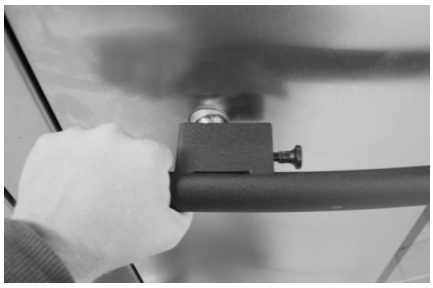
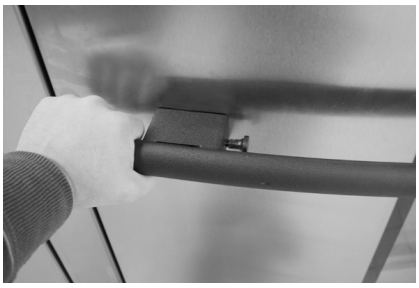
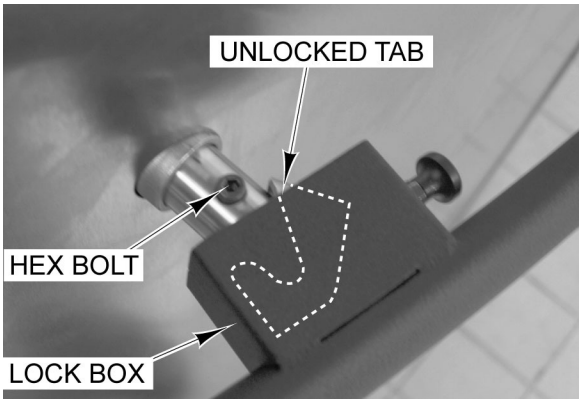

Fig. 10
Fig. 11
Fig. 15
A. Pull out on door handle (Fig. 10) to open door, then push door shut (Fig. 11). If the door is too hard to open or close, see door ramps adjustment (Fig. 5).
G. To close handle, the lock mechanism needs to be in the unlock orientation (Fig. 15).
H. Place lock box over hex bolt and slowly push handle in to door (Fig. 15). Check to see if the handle latch engaged by opening door (Fig. 10). Repeat if necessary.